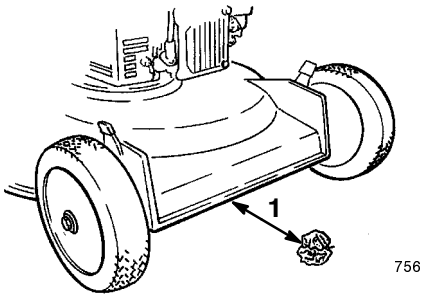

Figure 13
5. Take a half sheet of newspaper and crumple it into a ball small enough to go under the deck (about three inches or 76 mm in diameter) as shown in Figure 13.
6. Place the ball of newspaper five inches (12.7 cm) in front of the lawn mower (Fig. 13).
A. Place the ball of newspaper five inches (12.7 cm) in front of the lawn mower (Fig. 13).